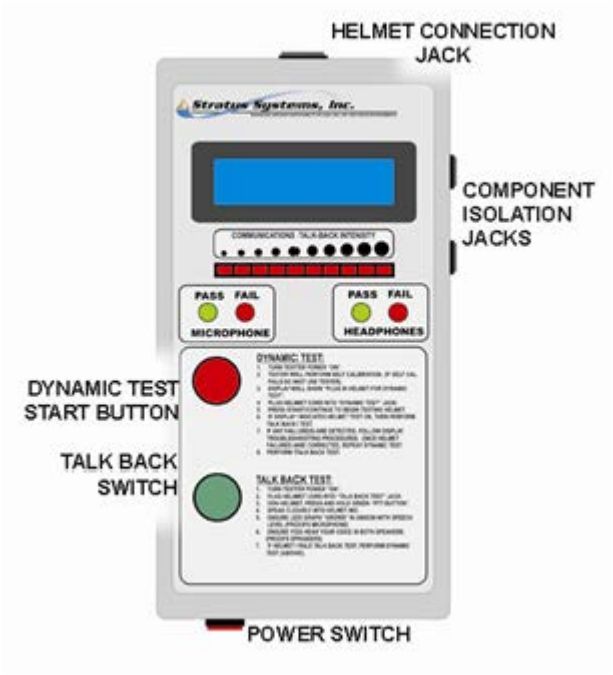

Figure 3. Aircrew Helmet and Headset Tester
B. AIRCREW HELMET AND HEADSET COMMUNICATIONS TEST SET INTRODUCTION The Stratus Systems DMH-2000 Tester is a compact, hand-held, electronic communications equipment tester that delivers an instantaneous reading of the individual components of flight helmet and headset communications equipment. (Refer to Figure 3.)